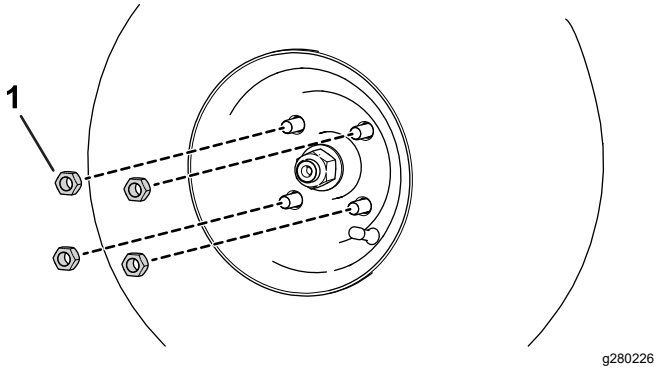

Figur 65
A. Lossa och ta bort hjulmuttrarna (Figur 65).
B. Montera hjulmuttrarna (Figur 65).